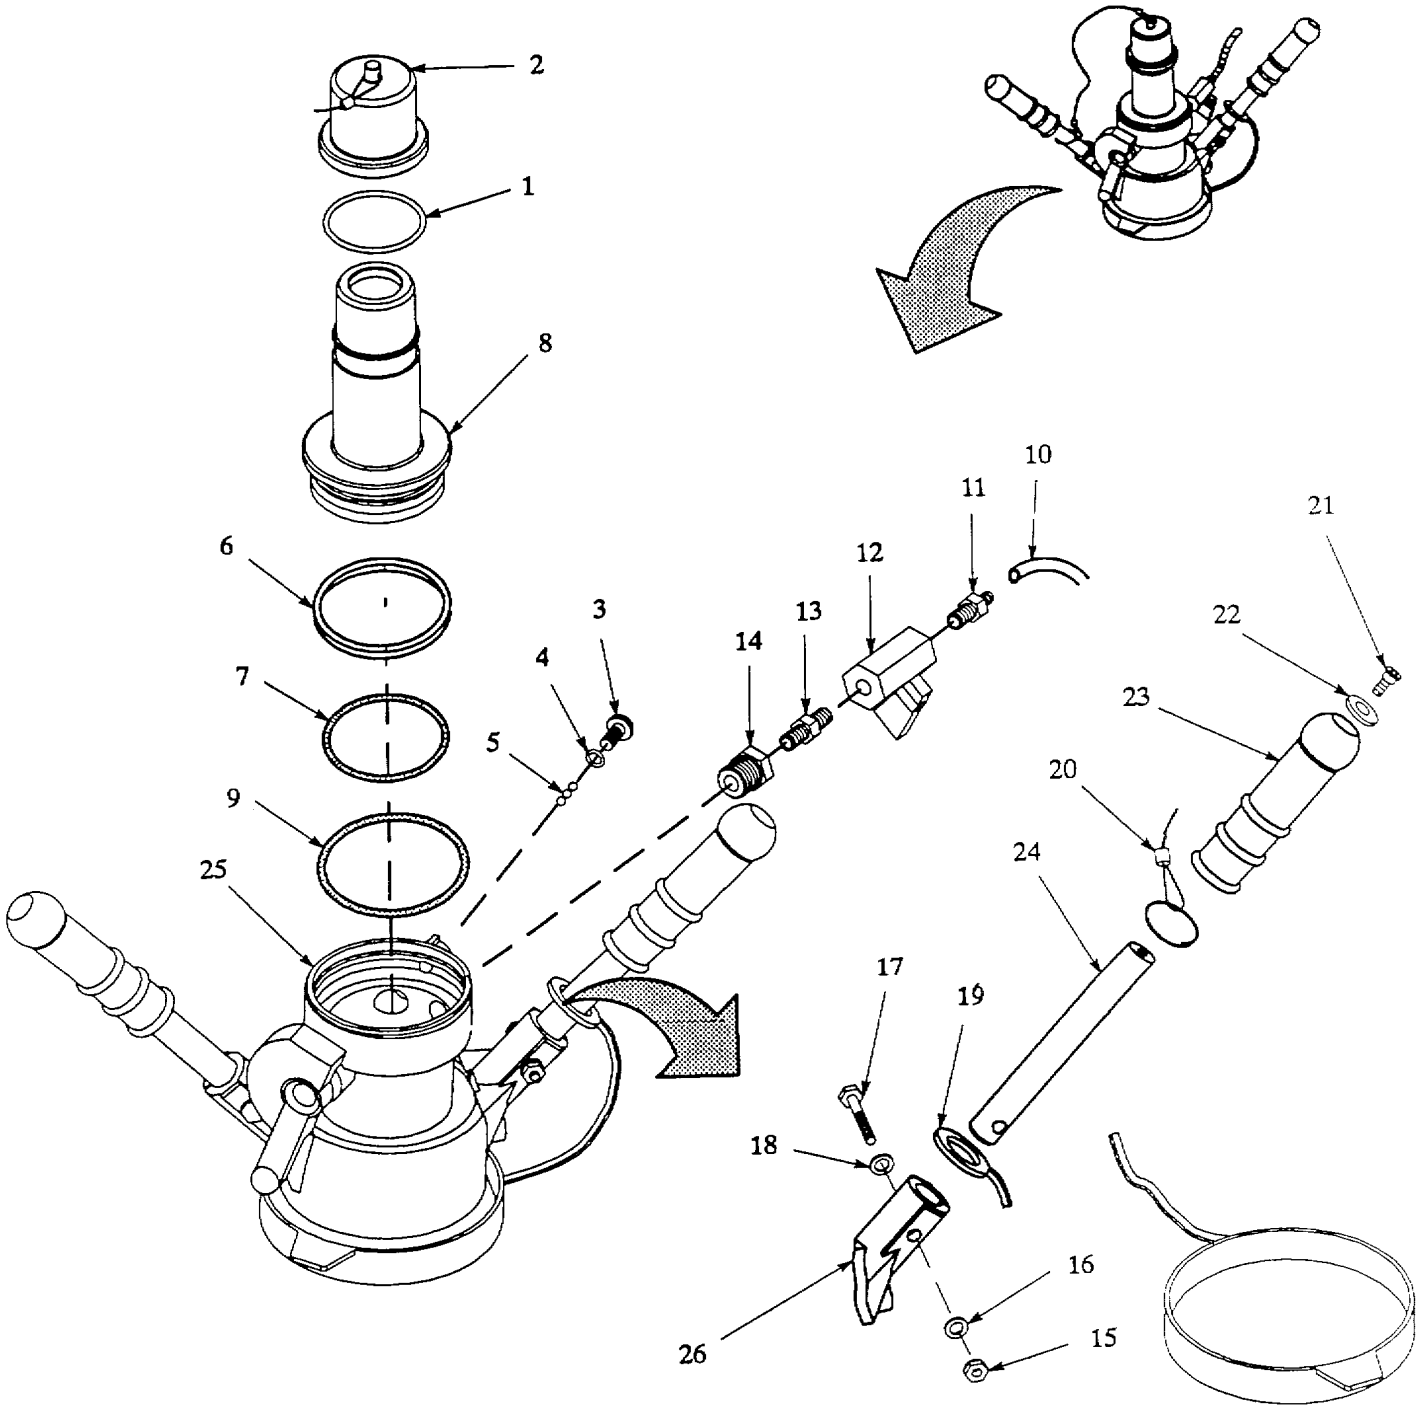

Figure 4-4. Recirculation Nozzle Disassembly.
a. Disassembly. Refer to figure 4-4.